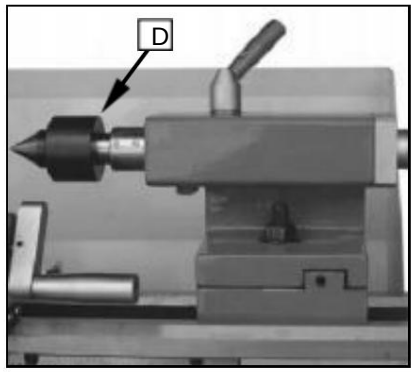

Afbeelding 29
5. Draai de moer (D, Afb. 29) van de leidspindel of de moeren (E, Afb. 19) van de kwadrantbouten los om de schakelwielen van voren te kunnen verwijderen.
Het live center is gemonteerd in kogellagers. Het gebruik ervan wordt sterk aanbevolen voor draaien met snelheden van meer dan 600 RPM. (Afb. 29)